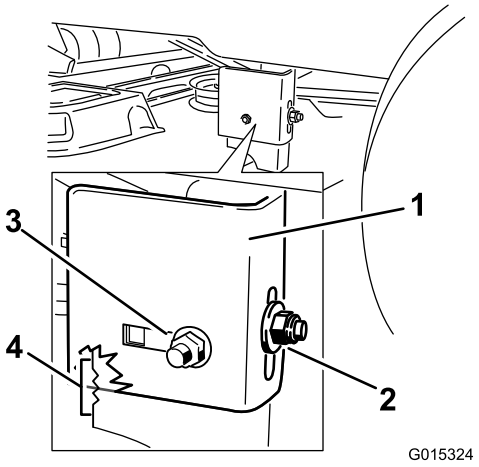
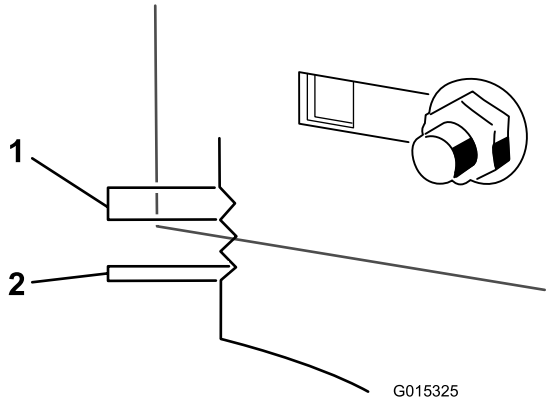

Figur 54
Figur 55
9. Løsne bakre låsemutter på hengerbraketten (Figur 54).
10. Løsne sidelåsemutteren på hengerbraketten, nok til at midtplaten kan justeres (Figur 54). Bruk hakkene på den sveisede braketten for å måle hvor mye som må justeres. Overflaten til hvert hakk er 6,3 mm, mens en enkelt side er 3,1 mm (Figur 55). Juster høyden på gressklipperen etter ønske.
11. Stopp klippeenheten på justert posisjon, og trekk til sidelåsemutteren på hengerbraketten for å feste den nye posisjonen (Figur 54). Stram til bakre låsemutter på hengerbraketten.